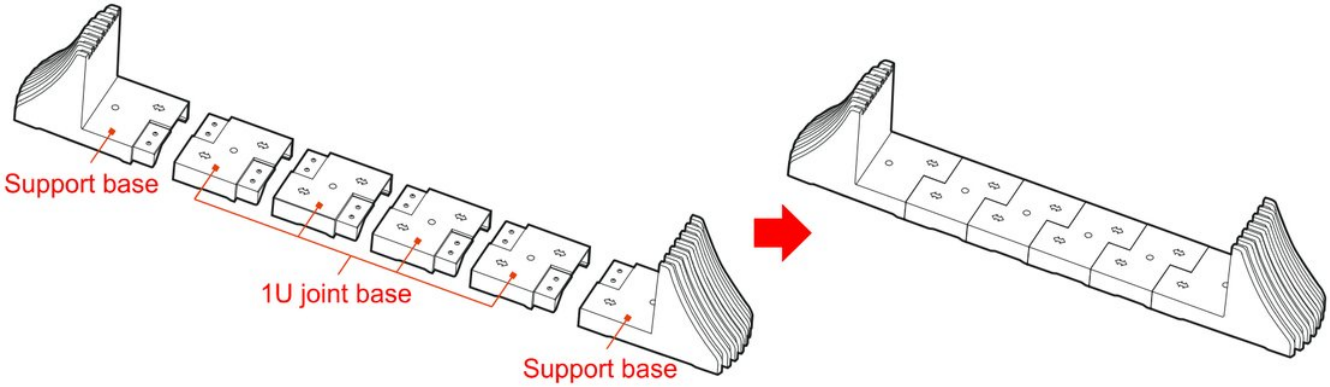

FIGURE 3-4 Assembling the base
1. Take a pair of support bases and the 1U joint bases and assemble them, as shown in Figure 3-4.